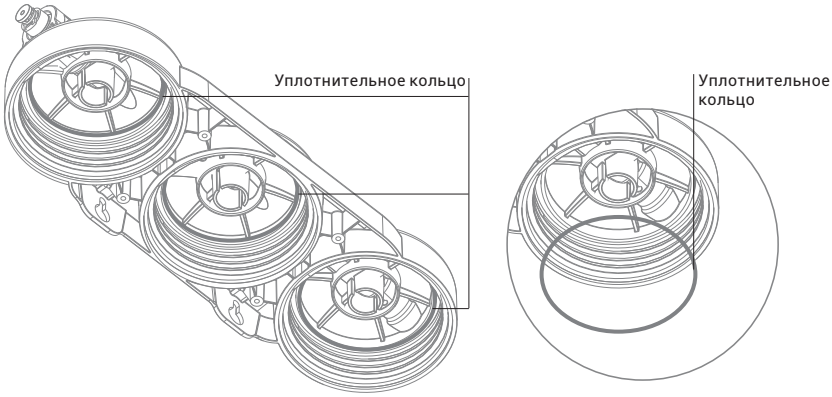

Рис. 18
3. Проверьте состояние уплотнительных колец в скобе фильтра и при необходимости замените их (рис. 18). Уплотнительные кольца перед повторной установкой рекомендуется смазать силиконовой смазкой с пищевым допуском или вазелином (не путать с герметиком).